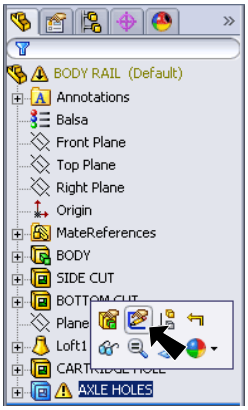

Fig. 69
Step 4. Click **AXLE HOLES** and click **Edit Sketch** on the Content menu, **Fig. 69**.